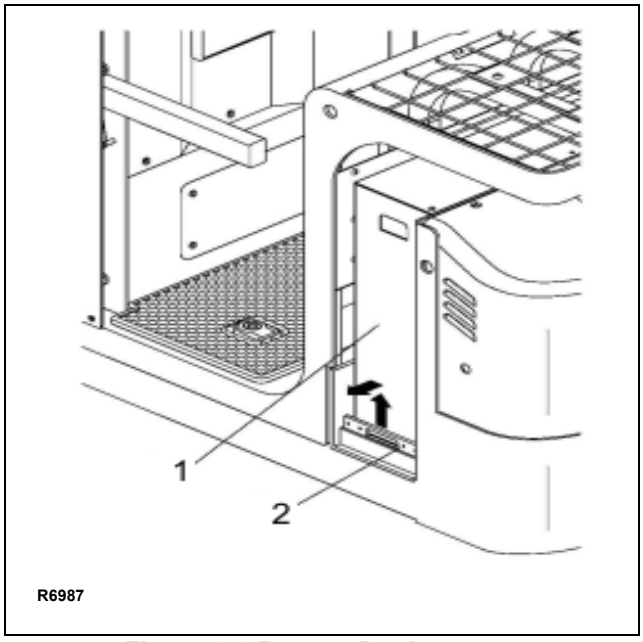

Figure 2-2 Battery Replacement
4. Remove retainer (2, Figure 2-2).